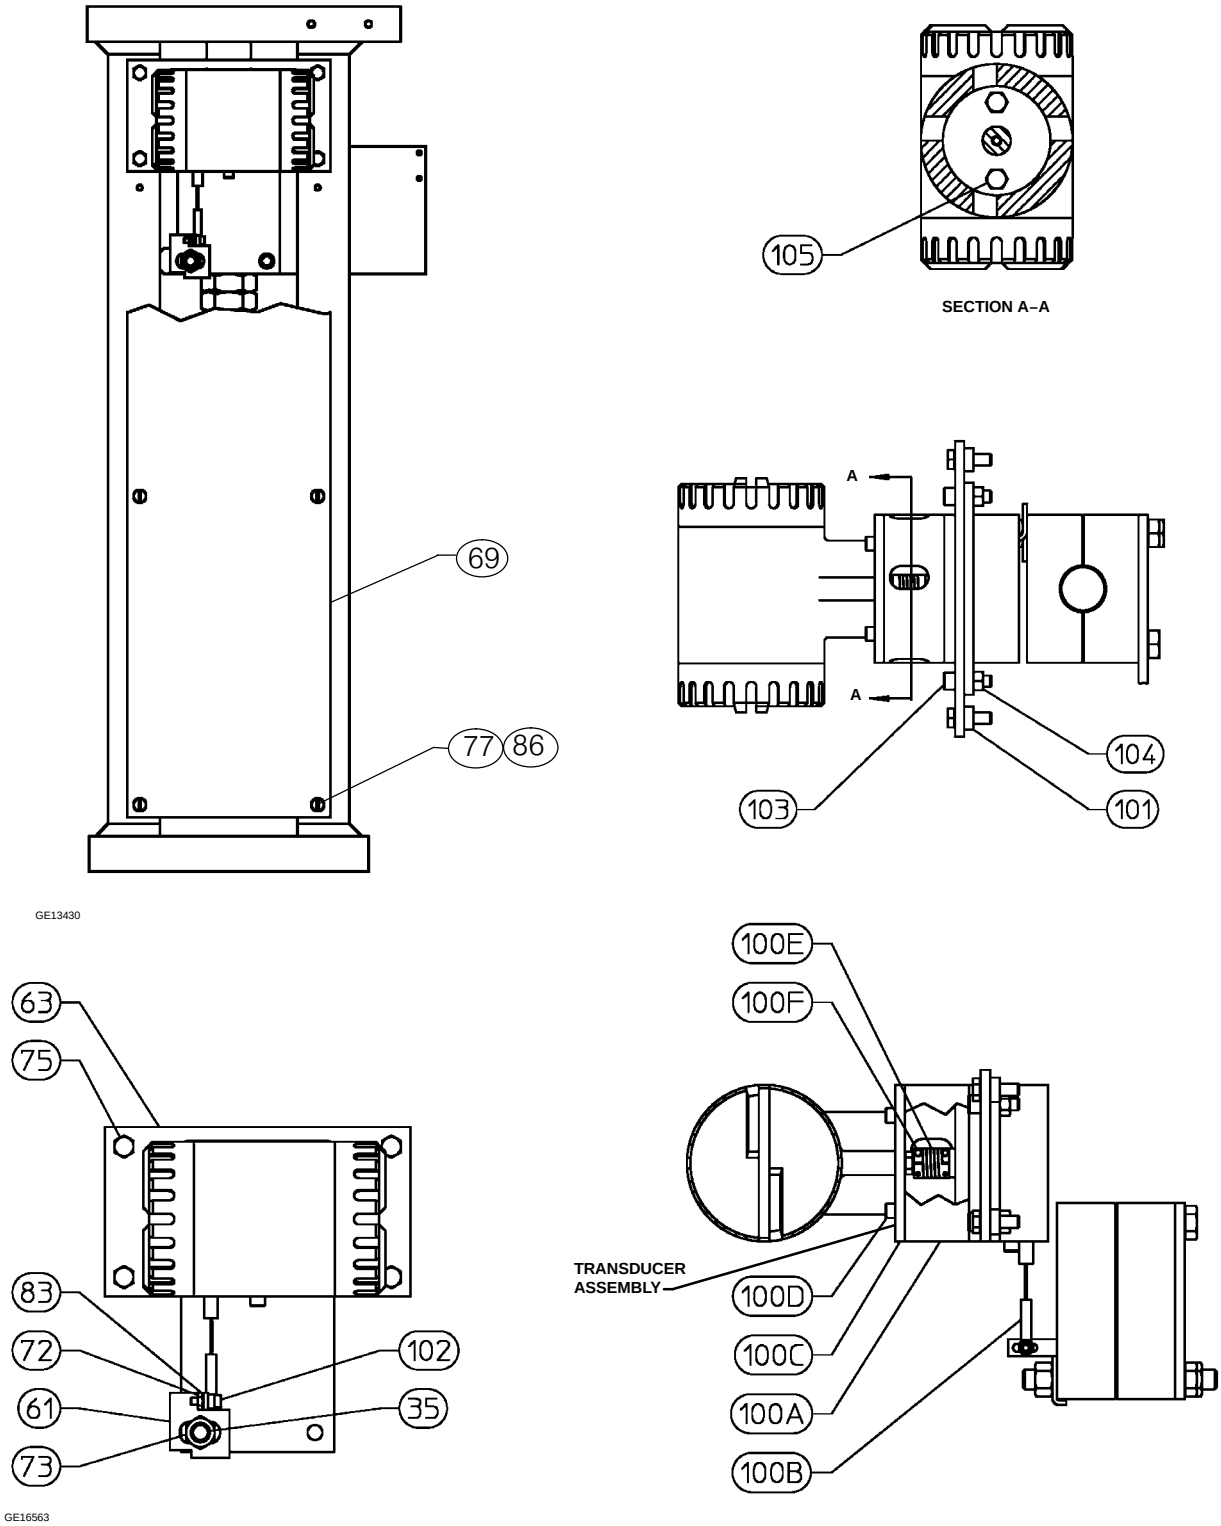

Figure 23. Typical Transmitter Mounting on a Fisher® 585CLS (490) Actuator
Parts for Mounting the Transmitter on a 585CLS (490) Actuator (figure 23)